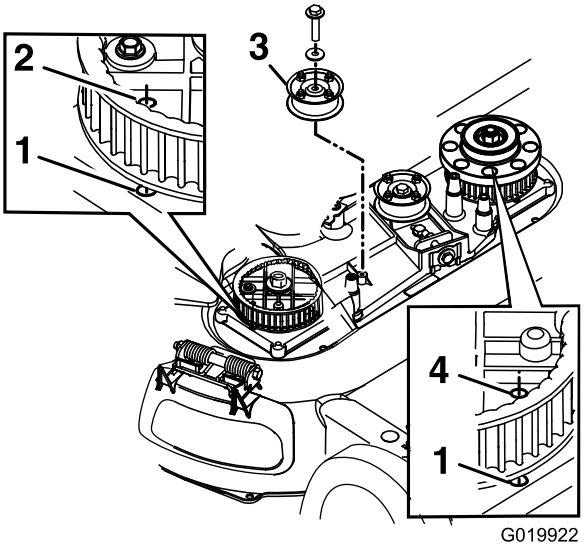

Figura 41
8. Retire la polea tensora fija y los herrajes (Figura 41).
10. Alinee los taladros de los piñones de la izquierda y de la derecha con los taladros de la carcasa, según se muestra en Figura 41.